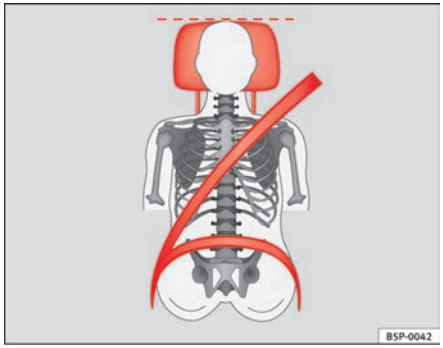
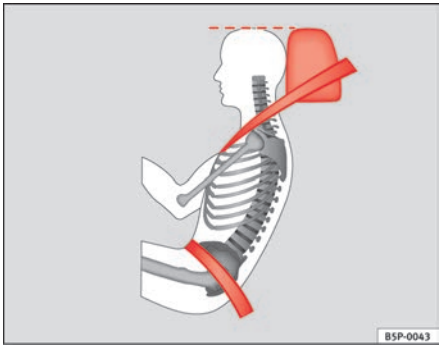

Fig. 65 Front view: head restraints and seat belts correctly adjusted
Fig. 66 Side view: head restraints and seat belts correctly adjusted
– Adjust the head restraint so that the top is at the same level as the top of your head or as close as possible to the same level as the top of your head, at least at eye level ⇒ fig. 65 and ⇒ fig. 66.